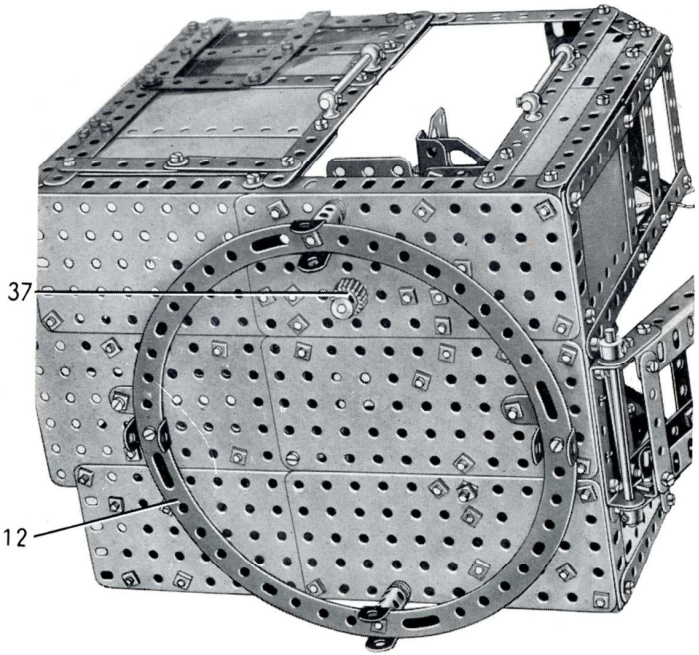

FIG. 3. *Le dessous de la cabine*
La structure du plancher de la cabine est faite de deux cornières de 19 trous réunies à l'avant par une cornière de 15 trous, et elle est recouverte par trois plaques sans rebord de 14×6 cm., deux de 11,5×6 cm. et une de 14×9 cm. (fig. 3). Une bande circulaire (12) est fixée sur le plancher par deux équerres faites chacune d'une équerre de 25×25 mm. et d'une équerre ordinaire boulonnées ensemble. Un écrou est placé sur le boulon qui tient l'équerre arrière sur le plancher avant de le passer dans l'équerre Les boulons qui fixent les équerres ordinaires sur la bande circulaire tiennent également des supports doubles. De chaque côté de la base, un accouplement et 5 rondelles sont placés sur une tige filetée de 5 cm., entre la base et la bande circulaire, et la tige filetée est tenue en place par des écrous. Des supports doubles sont également fixés par les tiges filetées comme le montre la figure. Les supports doubles tiennent des tringles de 5 cm. sur lesquelles sont montées les poulies de 12 mm. (10) du roulement à galets. Les poulies folles sont tenues sur les tringles par des bagues d'arrêt, et les tringles sont maintenues dans les supports doubles par deux supports de rampe avec collier, une bague d'arrêt et une moitié d'embrayage.